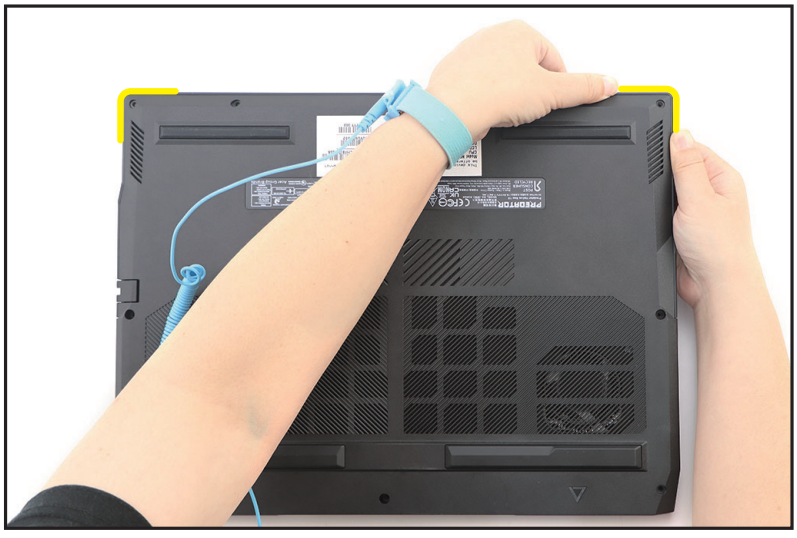

Figure 1-7. Base Cover Removal
5. Carefully flip the notebook again. Then, carefully pry the base cover starting from the bottom-right edge first, then following with bottom-left edge to release the latches as shown in Figure 1-7.